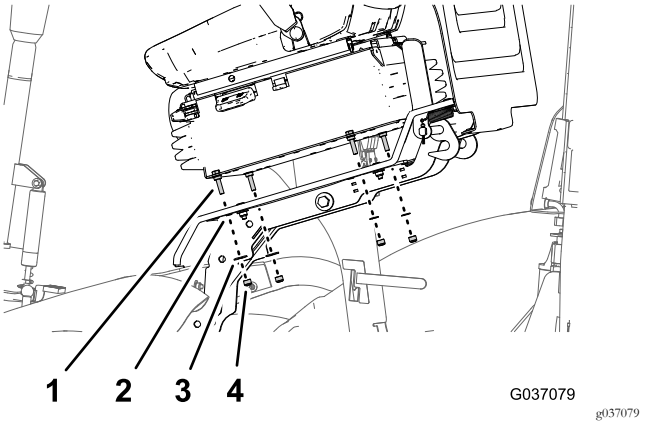

Figur 18
3. Rikta in de fyra huvudskruvarna (8 x 25 mm) för det nya sätet med hålen i förarplattformen (Figur 18).